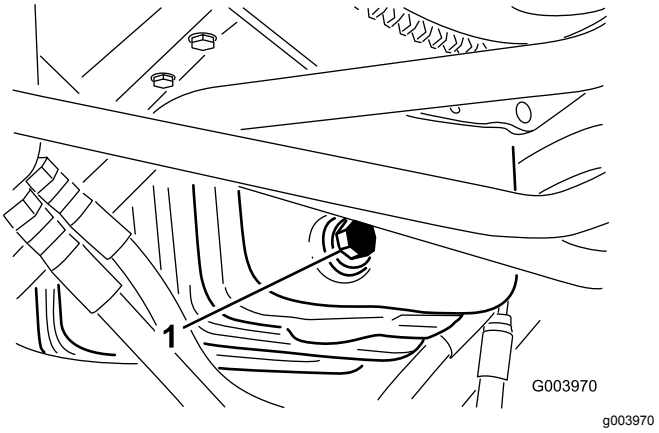

Figur 48
1. Fjern tappepluggen (Figur 48) og la oljen renne ut i en beholder.